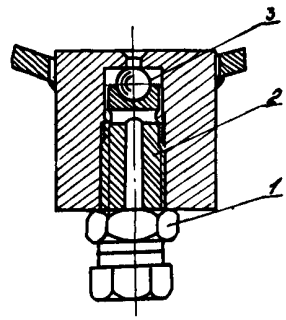

Рис.24. Спусковой клапан (см.рис.3, узел I):
25.2. Вывинтить болт 2 (рис.24) спускного клапана.
25.9. Ввинтить болты 2 спускных клапанов (см.рис.24).